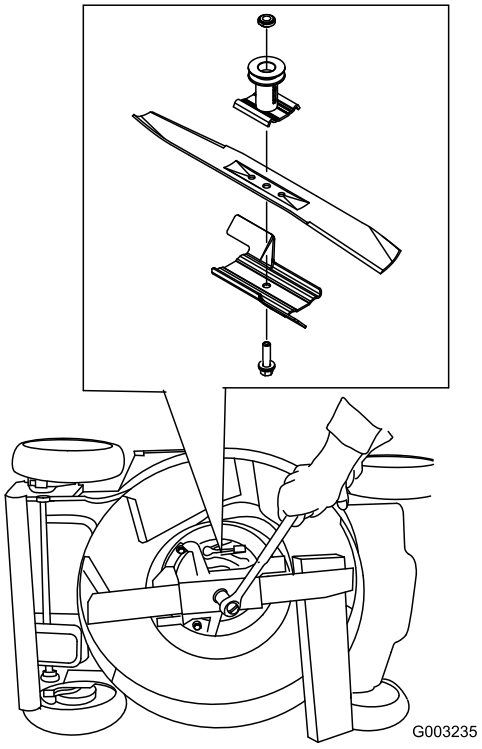

**Figura 38**
3. Usate un blocco di legno per tenere ferma la lama (Figura 38).